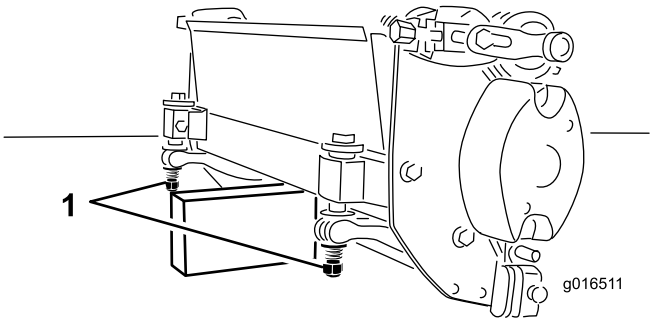

Figur 6
Når det er nødvendigt at vippe klippeenheden, så bundkniven/knivcylinderen kommer til syne, skal det bageste af klippeenheden understøttes for at sikre, at møtrikkerne på den bageste del af bundtværstangens justeringsskruer ikke hviler på arbejdsfladen (Figur 6).
2. Vend plæneklipperen på hovedet, så bundkniven og knivcylinderen kommer til syne. **Sørg for, at møtrikkerne på den bageste del af bundtværstangens justeringsskruer ikke hviler på arbejdsfladen (Figur 6).**
Vigtigt: Når det er nødvendigt at vippe klippeenheden, så bundkniven/knivcylinderen kommer til syne, skal det bageste af klippeenheden understøttes for at sikre, at møtrikkerne på den bageste del af bundtværstangens justeringsskruer ikke hviler på arbejdsfladen (Figur 6).